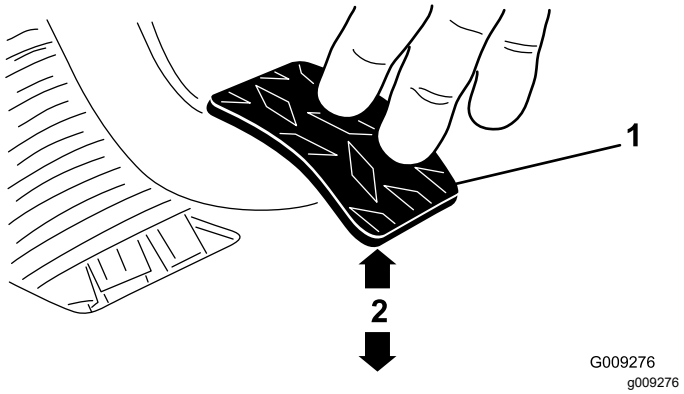

Bild 64
3. Stellen Sie die Klemmmuttern oder das Kugelgelenk ein, bis sich die hintere Kante des Kupplungspedals 9,2 cm bis 9,8 cm von der Oberseite des Bodenplattensternmusters befindet, wenn Sie eine Kraft von 1,8 kg auf das Pedal aufbringen (Bild 64).